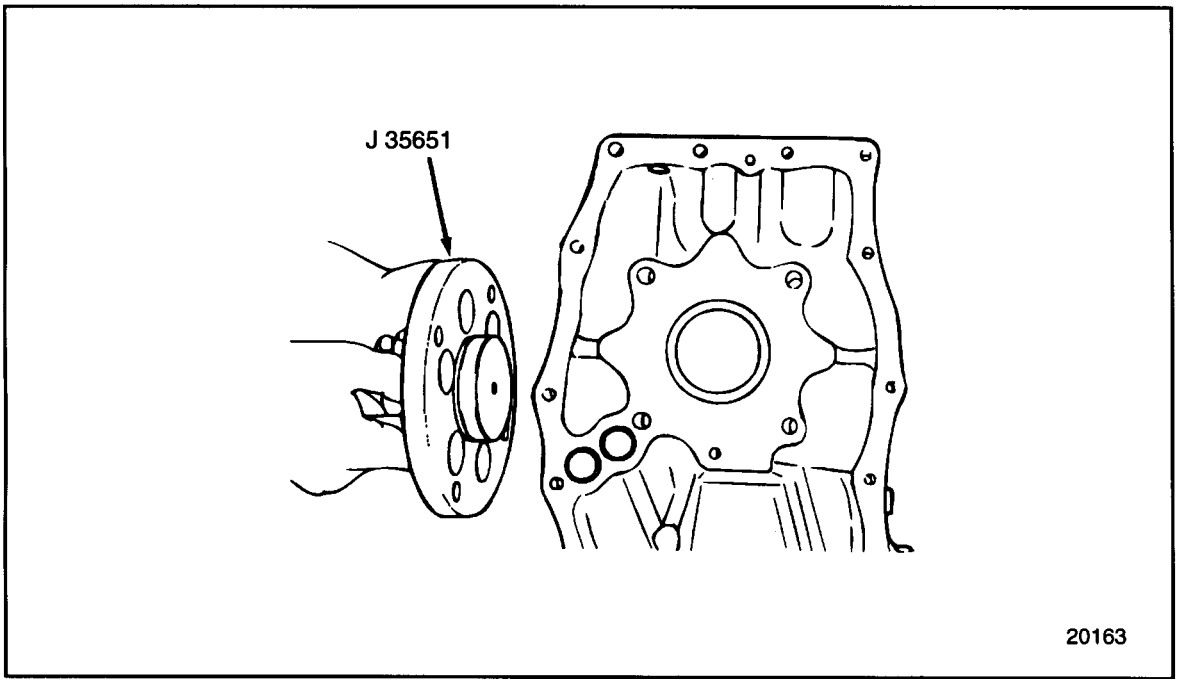

Figure 1-213 Gear Case Alignment Plug
2. Insert gear case alignment plug, J 35651, into the bull gear and camshaft idler gear hub recess in the cylinder block. See Figure 1-213.